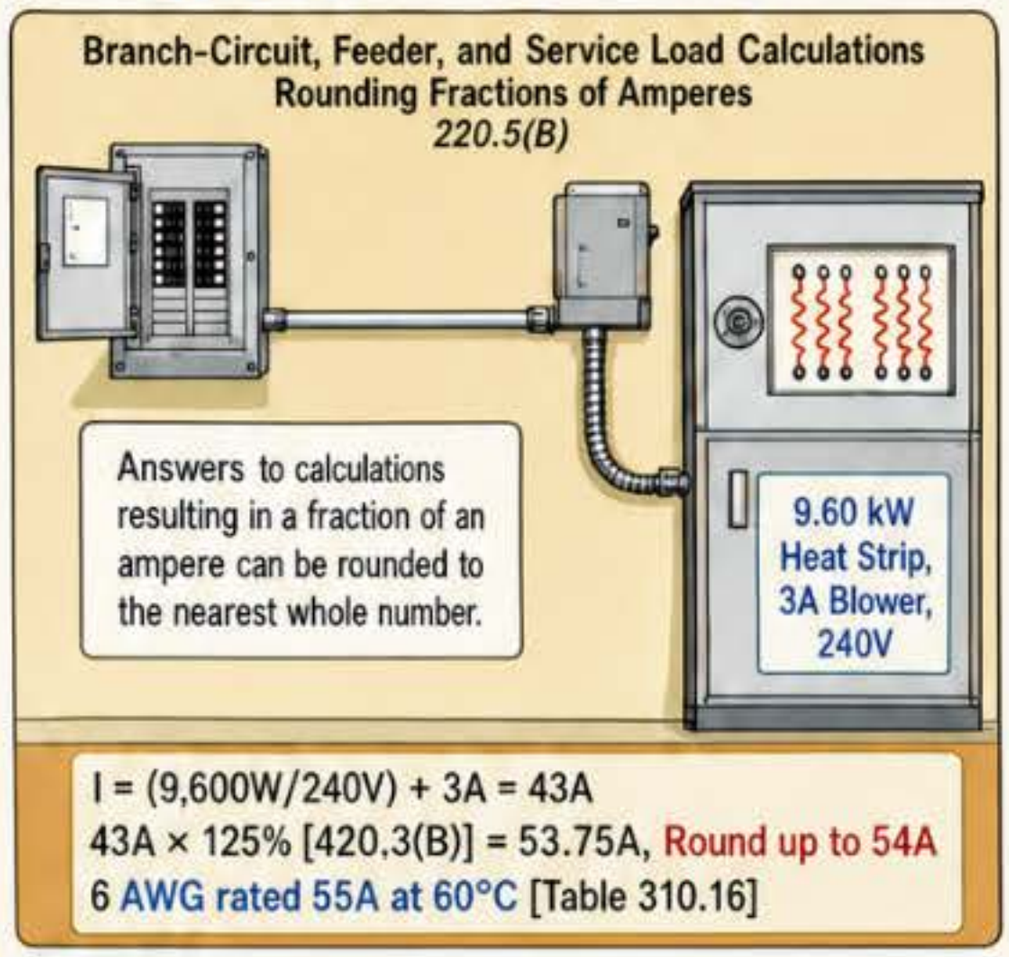

Figure 220-4
(B) Rounding Fractions of Amperes. Calculations resulting in a fraction of an ampere can be rounded to the nearest whole number. Figure 220-4